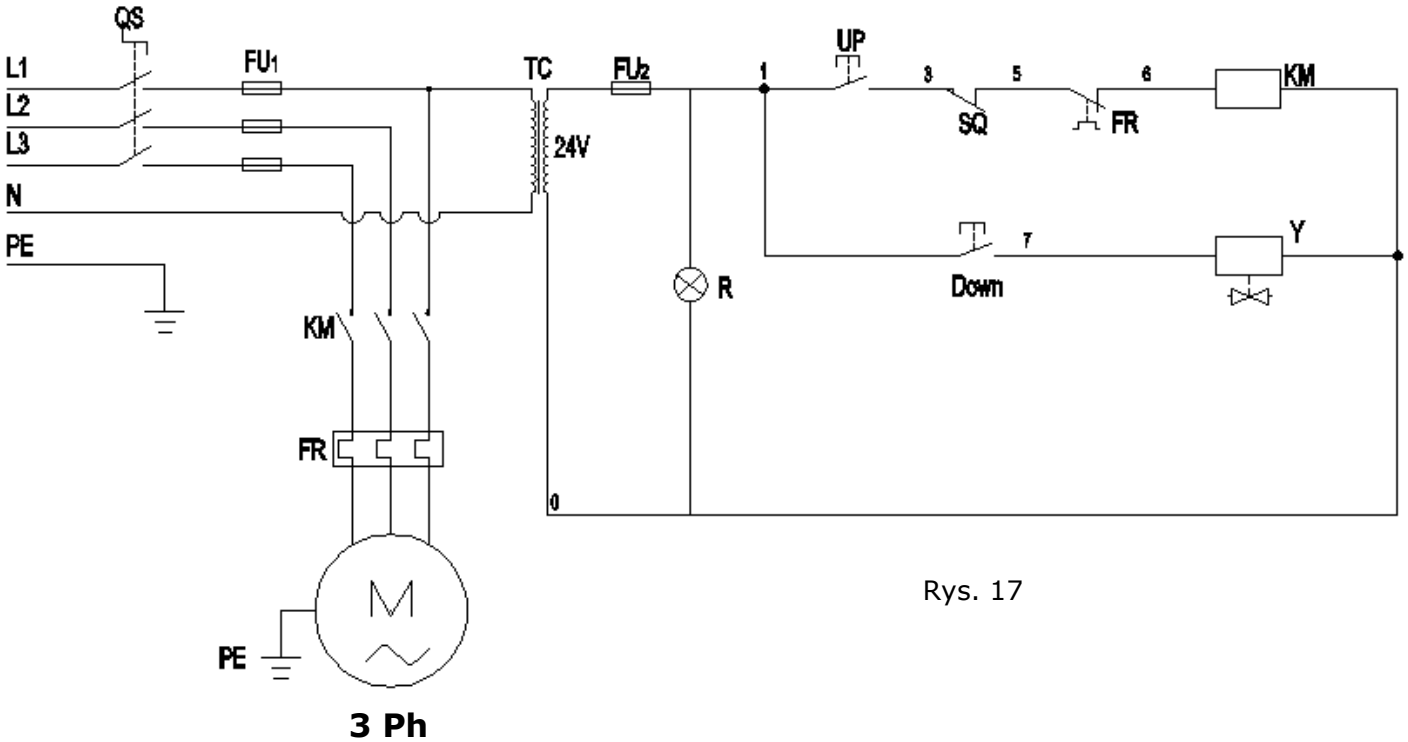

Rys. 17
3.3 Schemat zasilania 380V **(Patrz rys. 17)**.